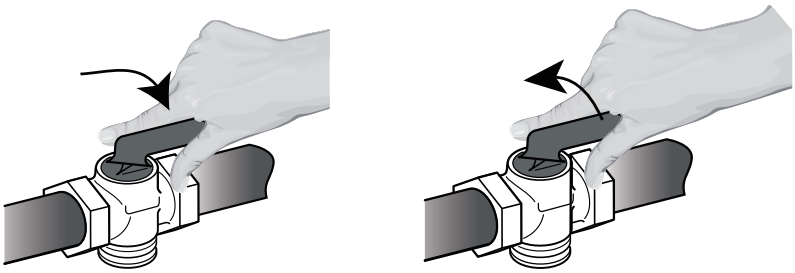

Figure 7 — Manual shut-off valve: open and closed positions
3.Close the manual shut-off valve (see Figure 7). Purge air from the gas line by pressing and turning each range knob several times to ensure no gas remains in the system.